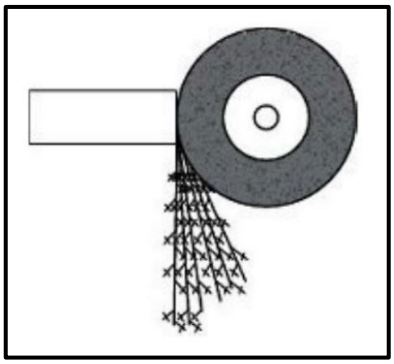

FIGUUR 1.4
1.4 FIGUUR 1.4 hieronder toon 'n vonktoets wat uitgevoer word. Identifiseer die tipe materiaal met verwysing na die vonkpatroon.